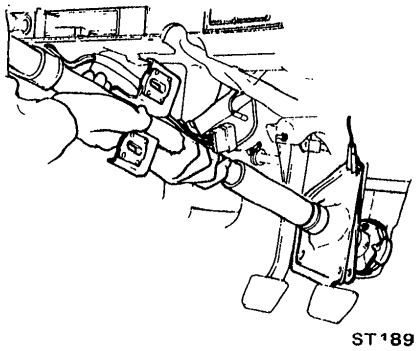

Fig. ST-7 Drawing out steering column assembly
7. Draw out steering column assembly from the interior side. See Figure ST-7.